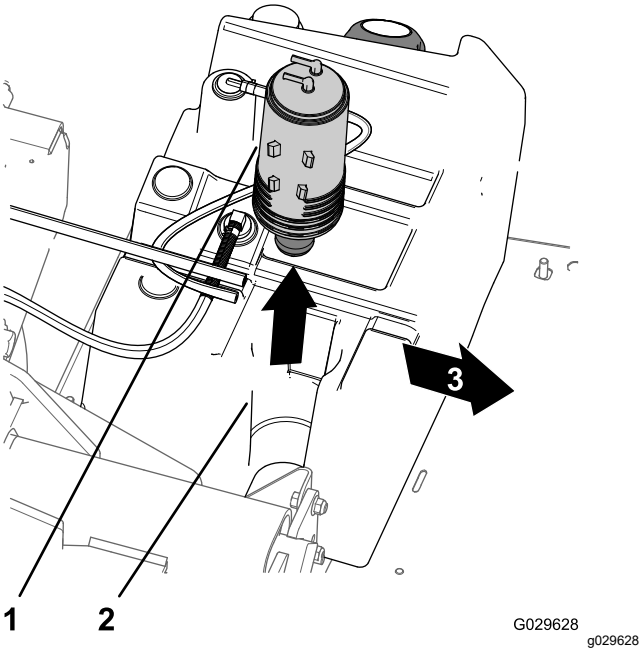

Figur 47
3. Lyft av kolkanistern från dess fäste i bränsletanken (Figur 47).
7. Placera den nya kolkanistern på bränsletankens kolkanisterfäste med Purge- och Fuel Tank-kopplingarna riktade bakåt (Figur 47).